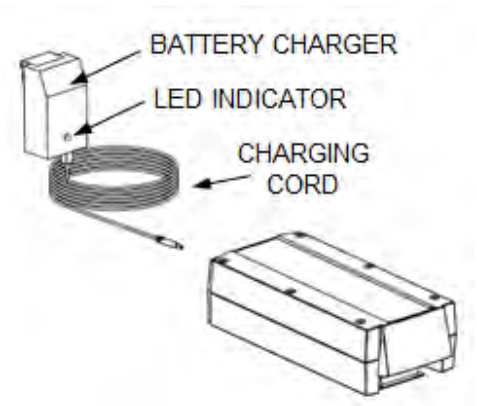

FIG. 21
6.1 The battery powered TILT operates on a single 24 VDC, 2.9 Ah battery with a separate battery charger (FIG. 21). The battery charger operates off typical household power - 120 VAC at .5 amps - and must be plugged into a properly grounded GFCI protected outlet.